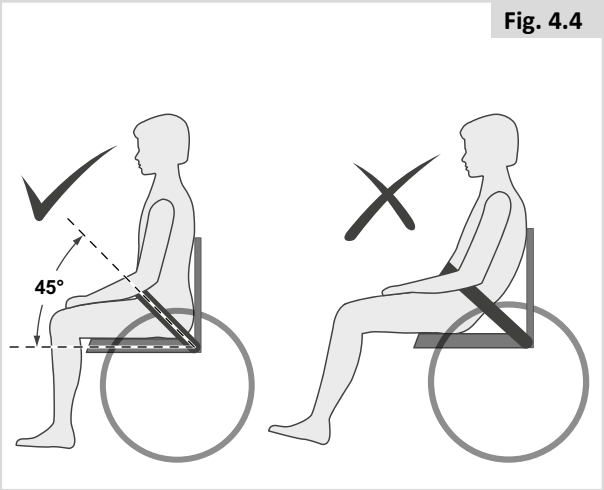

Fig. 4.4
- En général, la ceinture de bassin doit être fixée de façon à ce que les sangles soient à un angle d'environ 45° (Fig. 4.4), et quand elle est correctement réglée, elle ne permet pas à l'utilisateur de glisser dans le siège.